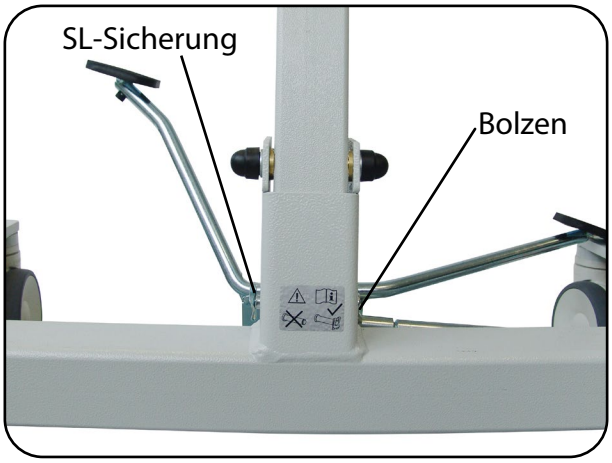
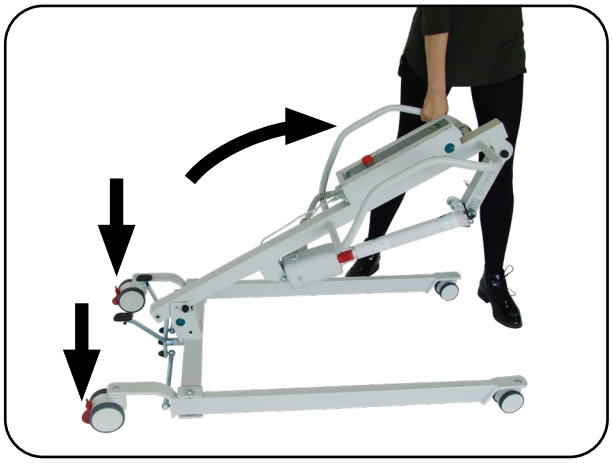

Abb. 13.2.04 - Standmastaufnahme
Abb. 13.2.05 - Standmast zusammenklappen
5. Entfernen Sie an der Standmastaufnahme den Bolzen mit SL-Sicherung (Abb. 13.2.04) und klappen Sie den Standmast langsam und kontrolliert nach vorne (Abb. 13.2.05).